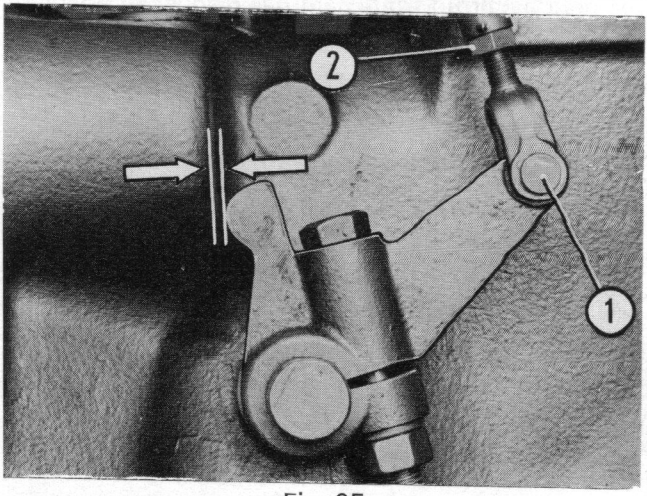

Fig. 95
A. - La garde normale est de 3,2 mm mesurée entre la butée d'axe de pédale et le carter d'embrayage (voir fig. 95).
1 - La garde étant réglée correctement, retirer l'axe (1 fig. 95) de la chape de la tige de pédale d'embrayage.
2 - Placer la butée d'axe contre le carter d'embrayage et lever la pédale d'embrayage au maximum. Allonger ou diminuer la longueur de la tige en vissant ou dévissant (2 fig. 95) jusqu'à ce que l'axe de la chape puisse glisser librement dans son logement sur la chape et sur le renvoi bloqué sur l'axe de débrayage.